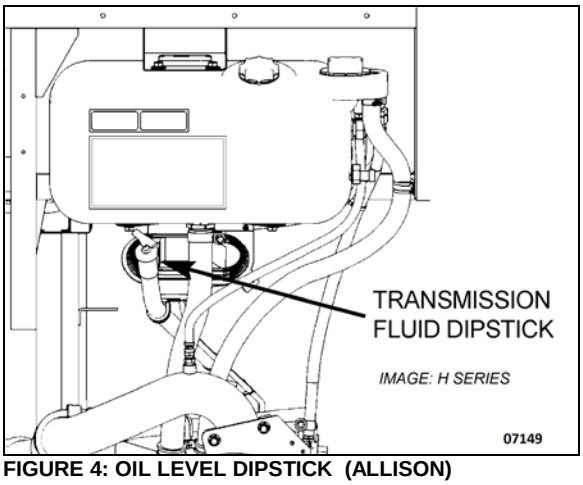

**FIGURE 4: OIL LEVEL DIPSTICK (ALLISON)**
To gain access to the dipstick, open the engine compartment rear door; dipstick is located on the radiator side of the engine (Figure 4).
4. While the engine is running, remove the dipstick from the tube and wipe it clean (Figure 4). Insert the dipstick into the fill tube, pushing down until it stops.